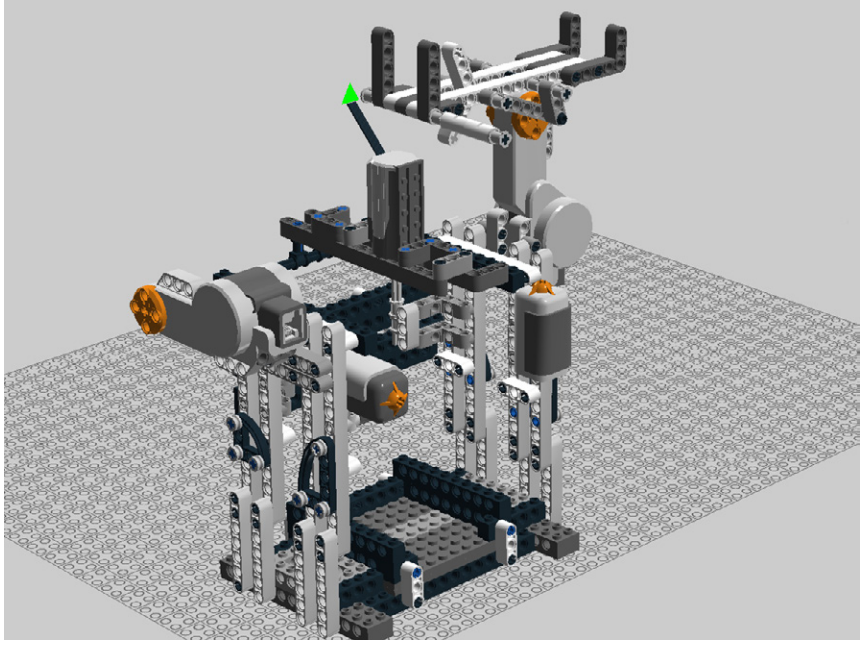

Figure 5-90. *Step 83: The finished build*
83. It is done! Your build should look like Figure 5-90.